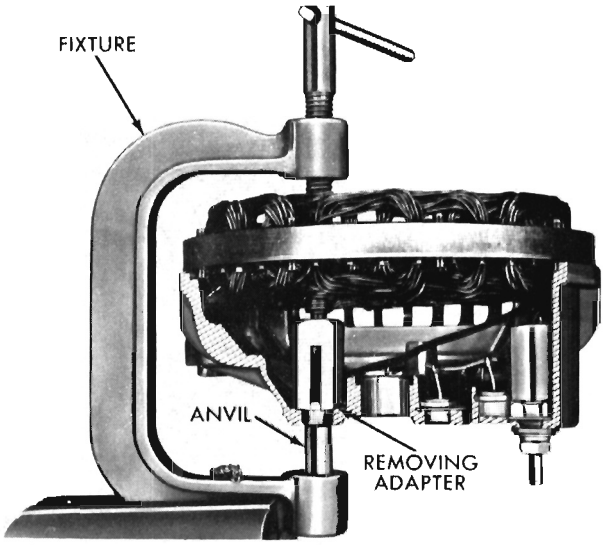
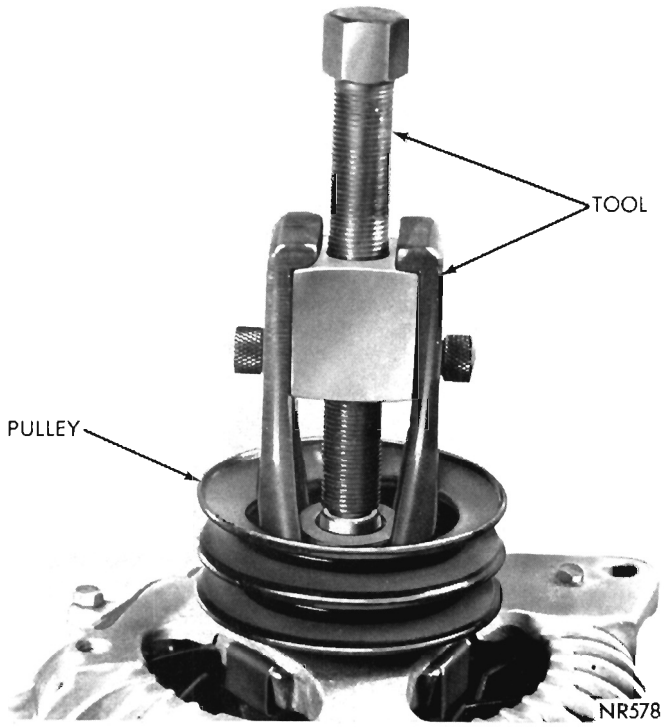

Fig. 22—Removing the Rectifiers
Fig. 23—Removing the Pulley
(4) Place Rectifier Removing and Installing Press in a vise and support end shield on clamp anvil under rectifier to be removed (Fig. 22). **Support tool adapter SP-3821 is cutaway and slotted to fit over wires and around bosses in end shield. Make sure bore of tool completely surrounds rectifier during removal process.**
(5) Carefully apply pressure with tool pressure screw until support tool, rectifier end shield, and remover pin, and remover adapter are in alignment then press the rectifier out of end shield or heat sink.
(6) The pulley is an interference fit on rotor shaft. Remove pulley with Puller Tool C-4068, (Fig. 23).